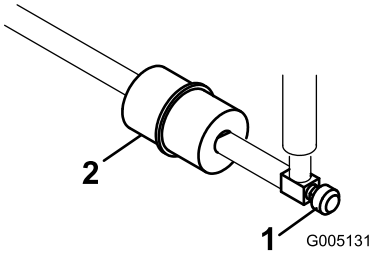

**Figur 44**
Et filter er bygget inn i drivstoffslangen mellom drivstofftanken og forgasseren (Figur 44).
1. Steng drivstoffavstengingsventilen, løsne slangeklemmen på forgassersiden av filteret, og fjern drivstoffslangen fra filteret (Figur 44).
2. Plasser et tappefat under filteret, løsne den gjenværende slangeklemmen, og ta ut filteret (Figur 44).